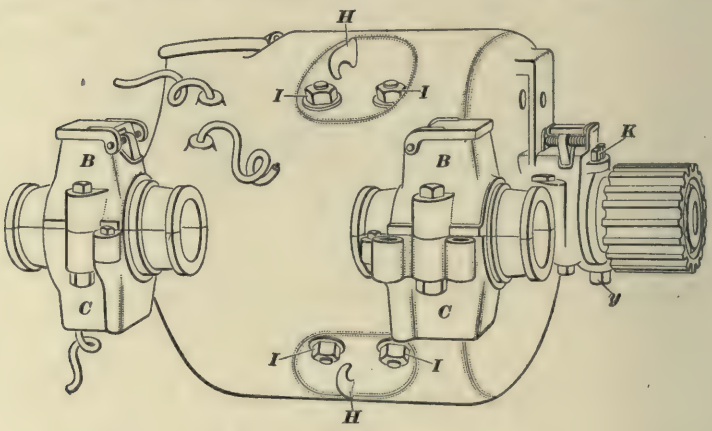
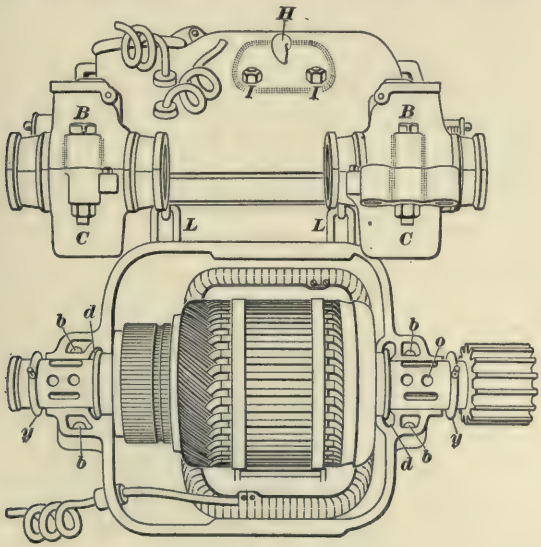

FIG. 1.
FIG. 2.
**2.** The No. 20 motor, Fig. 1, is rated at 30-horsepower input and is made for use on narrow-gauge roads, 1 meter
**3. The Frame.**—The frame is made of low-carbon steel and cast in two halves loosely hinged together by means of links *L*, *L*, Fig. 2. The figure shows the motor with the lower case dropped, in which position either the armature or the top fields may be removed without disturbing any other part. The pole pieces, four in number, are laminated, but the boss, or seat, on which they fit, is cast with the motor shell and is then machined to fit the base of the pole piece. The axle-bearing brackets *B*, *B*, Figs. 1 and 2, hang over and rest upon the top of the axle; these and, also, the armature-bearing caps are cast in one piece with the top motor shell. The axle caps *C*, *C*, Figs. 1 and 2, bolt on from beneath, and each one has an oil well. Dowel-pins guide the two halves of the motor together, so that bolt holes *b*, *b*, *b*, *b*, Fig. 2, can be cored and stock bolts used.
out four bolts *b*, *b*, *b*, *b*, Fig. 2, allows the lower shell to be swung down, with or without the armature, as the case may require; without the armature, if the nut is removed from the bottom of the two yokes *y*, *y*, Figs. 1 and 2, and with the armature if these two nuts are left on the bottom end of the yokes, and the split keys, one of which is shown at *K*, Fig. 1, are drawn from the slot in the tops. The lower half is so swung on its links, that when swung down with care, there is no danger of the armature rolling out of its seat in
the lower shell. As the lower half, once down, swings *from* the axle, it is easy to get at it from the end of the car. By unhooking the links, the lower half can be removed entirely with or without the armature. The frame is provided with ring ways in which run the oil guards on the armature shaft, so that all excess of oil and grease is thrown into the street instead of into the motor. These oil or ring ways are shown at *d*, *d*, Fig. 2. Holes *o* are to receive, from the armature caps, dowel-pins that prevent the sleeves from turning with the shaft. The pole pieces are of laminated wrought iron,
and so constructed that on the horns, only every other plate comes to the surface; this practice is adopted on most modern motors, and, as shown before, serves to reduce heating and sparking. The pole pieces are bolted down on seats machined at the same time as the armature caps. The bolts *I*, *I*, Figs. 1 and 2, have their heads let in flush with the surface of the pole piece, and pass outside of the frame where they are secured with nuts and lock-washers. There is nothing special about the bolts. Hooks *H*, *H* are for handling the motor.